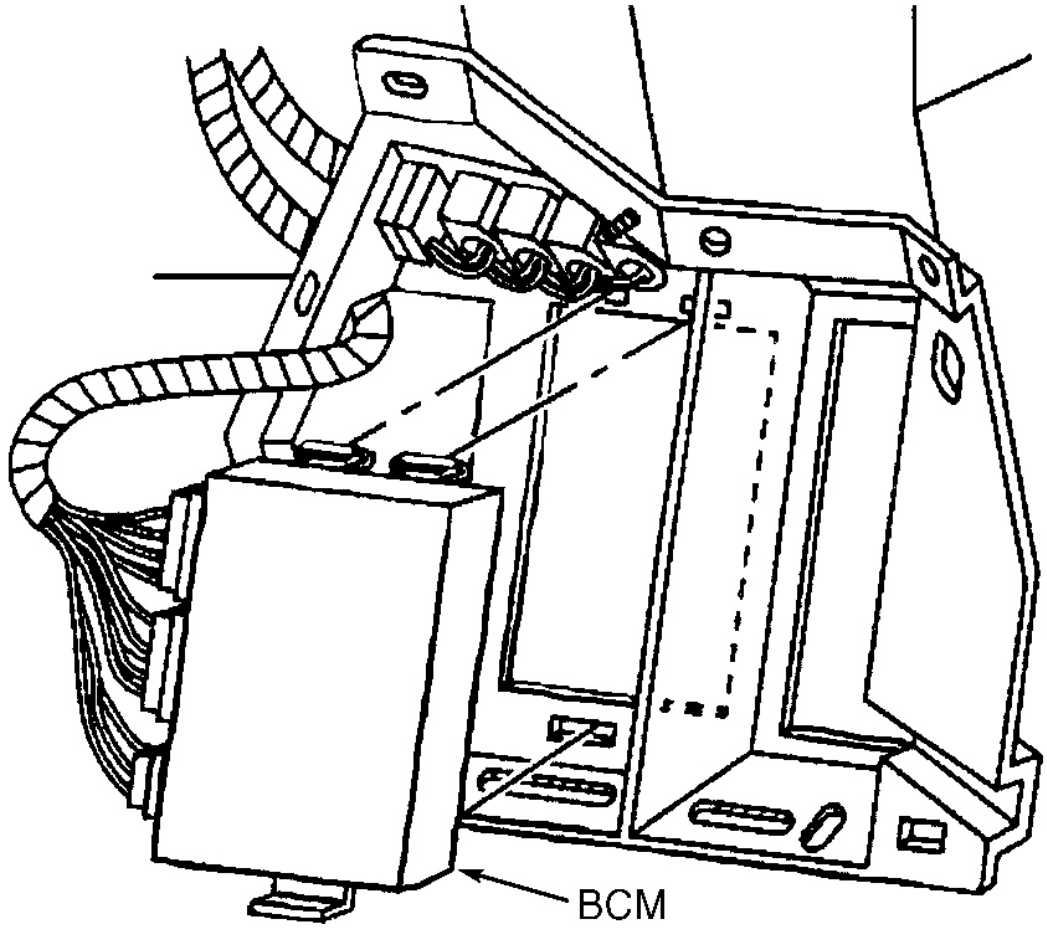
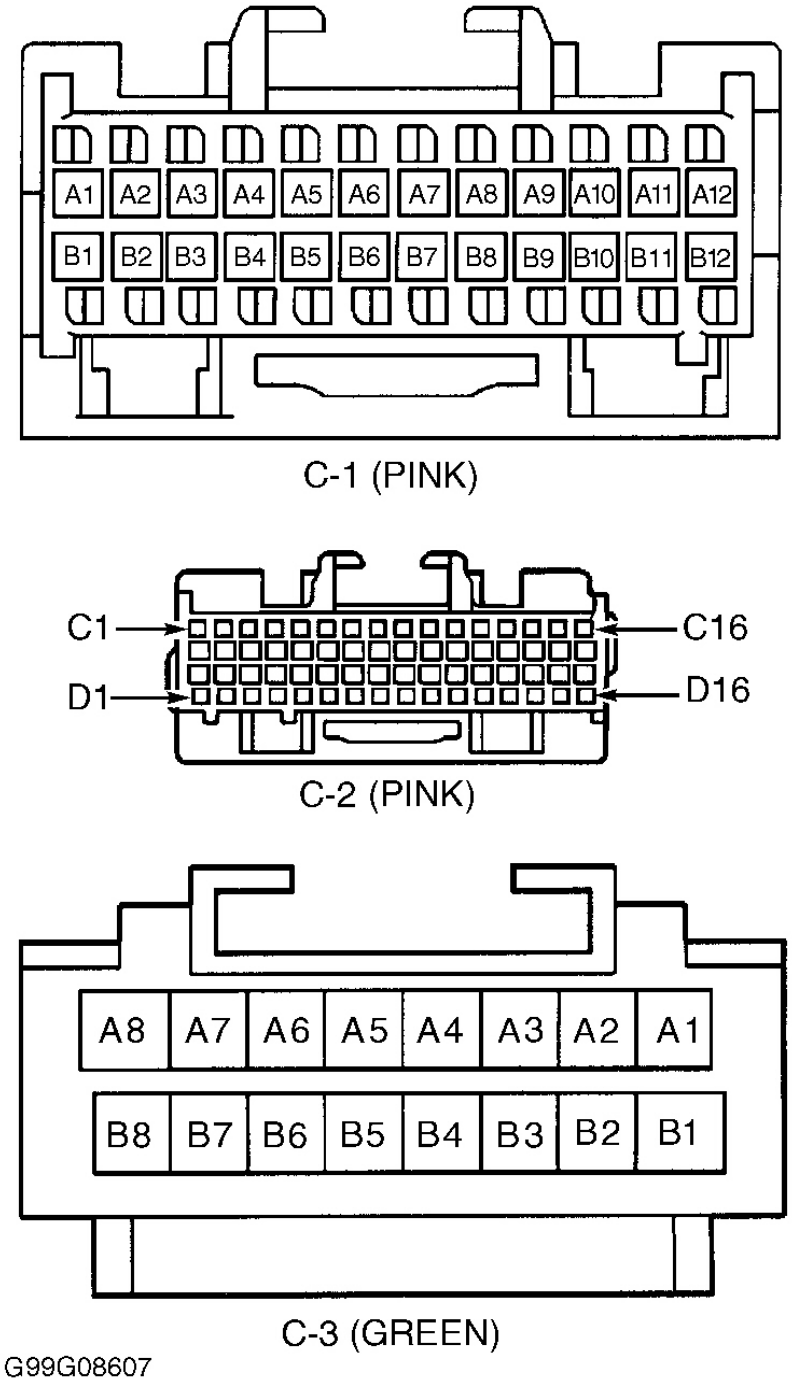

Fig. 13: Locating Body Control Module
Fig. 14: Identifying Body Control Module Connector Terminals (C1, C2 & C3)
6. Remove key from ignition. Disconnect BCM connectors. BCM is located under passenger's toe board. See **Fig. 13** . Check for short to ground between ground and BCM connector C2 terminal C14 (Light Green/Black wire). See **Fig. 14** . If short to ground is found, go to next step. If circuit is okay, go to step 9 .
8. Check for open in Tan wire between ignition switch connector C2 terminal "D" and BCM connector C2 terminal C6. See **Fig. 14** . Repair as necessary. After repairs, go to step 11 . If circuit is okay, go to step 10 .